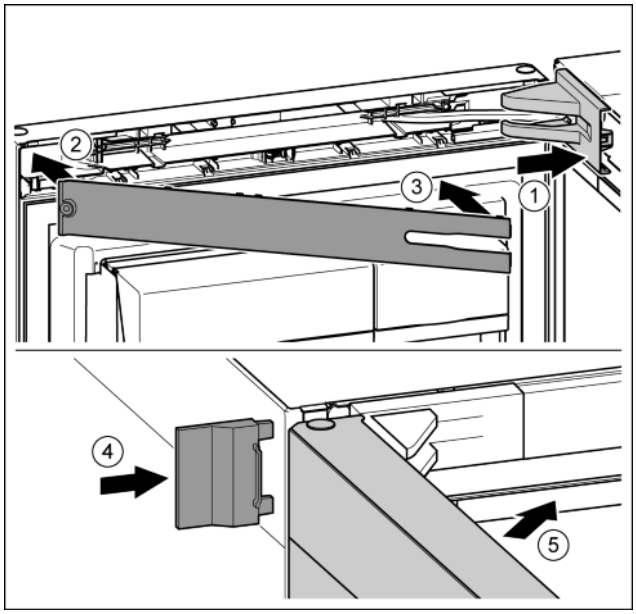

Fig. 50
▶ Poser et enclencher le cache du support de palier, l'introduire en appuyant délicatement. *Fig. 50 (1)*
▶ Poser le cache. *Fig. 50 (2)*
▶ Incliner le cache et l'enclencher. *Fig. 50 (3)*
▶ Enfiler le cache extérieur. *Fig. 50 (4)*
▶ Fermer la porte supérieure. *Fig. 50 (5)*